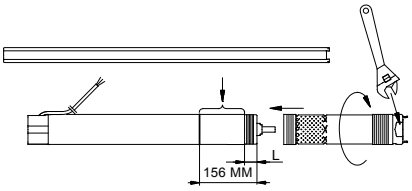

Рис. 6
1. Установить электродвигатель в тисках в горизонтальном положении и зажать его, смотри рис. 6.
Внимание: Вал насоса должен войти в зацепление с валом электродвигателя. Для этого можно использовать лыски на поверхности насоса, специально предназначенные для захватывания его в этом месте гаечным ключом, смотри рис. 6.